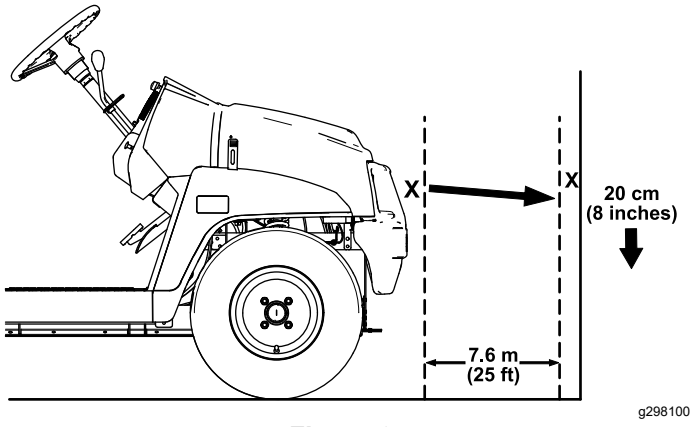

Figur 43
1. Parkera maskinen på ett plant underlag med strålkastarna ca 7,6 m från en vägg (Figur 43).
Den ljusstarkaste delen av ljuskäglan ska vara 20 cm nedanför markeringen du gjorde på väggen (Figur 43).